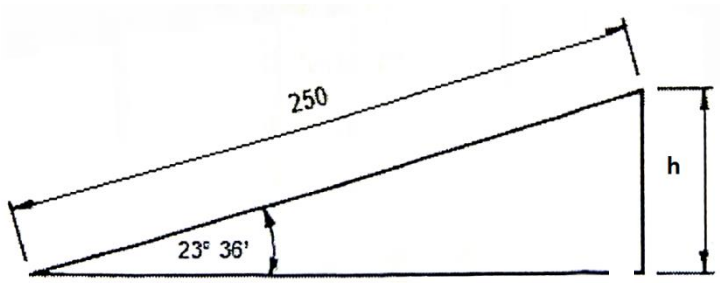

FIGURE 3 (4)
5.1 Calculate the distance 'h' in the following drawing in FIGURE 3